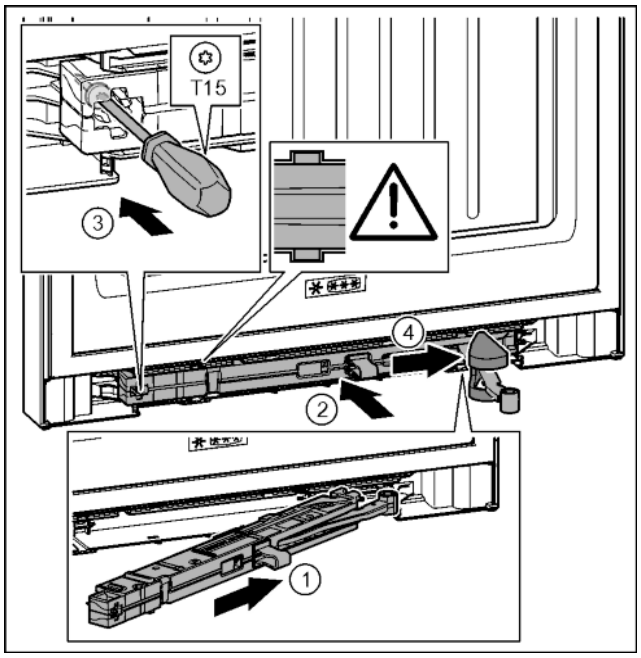

Fig. 40
- ▶ Sluitdempereenheid aan de zijde van de lagerbus tot de aanslag schuin in de uitsparing schuiven. *Fig. 40 (1)*
- ▶ Sluitdempereenheid volledig in de uitsparing schuiven. *Fig. 40 (2)*
- ▶ Schroef met een schroevendraaier T15 vastschroeven. *Fig. 40 (3)*
- ▶ Afdekking over het scharnier schuiven. *Fig. 40 (4)*